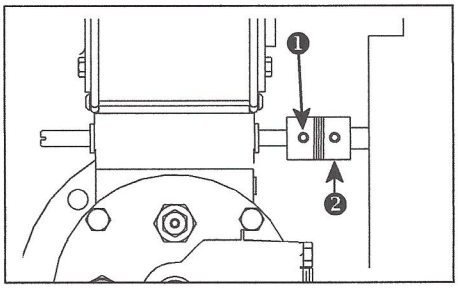

**Figure 4.3. Actuator with Flexible Coupling**
a. For air control actuators that have a coupling with set screws, as shown in Figure 4.3, loosen the set screw ❶ on the burner side of the coupling ❷.
d. For air control actuators that have a coupling with set screws, as shown in Figure 4.3, hold the butterfly valve firmly in place and tighten the set screw ❷.